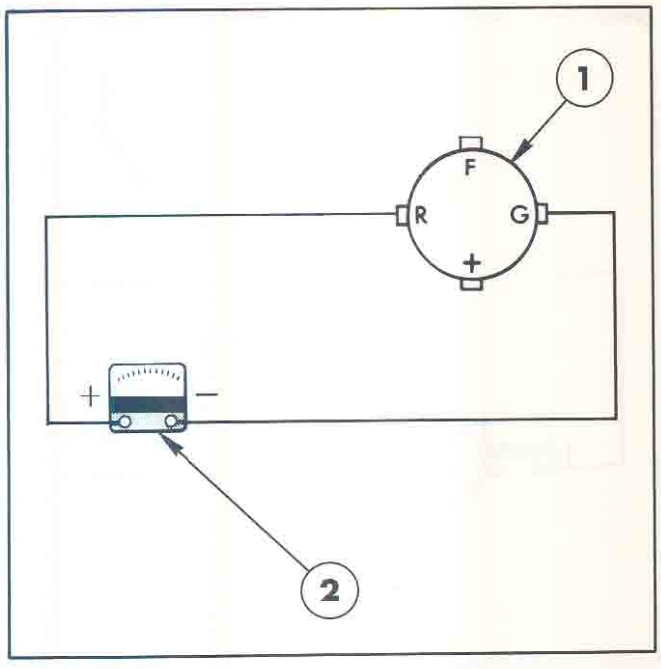

Figure 16
2. With the engine stopped and the key start switch OFF, connect the voltmeter negative lead to ground and the positive lead to the alternator auxiliary terminal, Figure 16. Start the engine and run at fast idle. The voltmeter should indicate 15.1 to 15.8 volts (depending on ambient temperature). Refer to the chart in "Specifications".